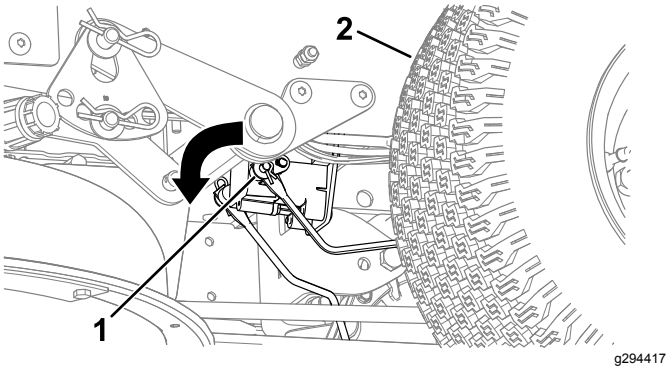

Figur 51
3. Find det sted på den elektriske bremses aksel, hvor bremseforbindelsesarmen er tilsluttet (Figur 51).